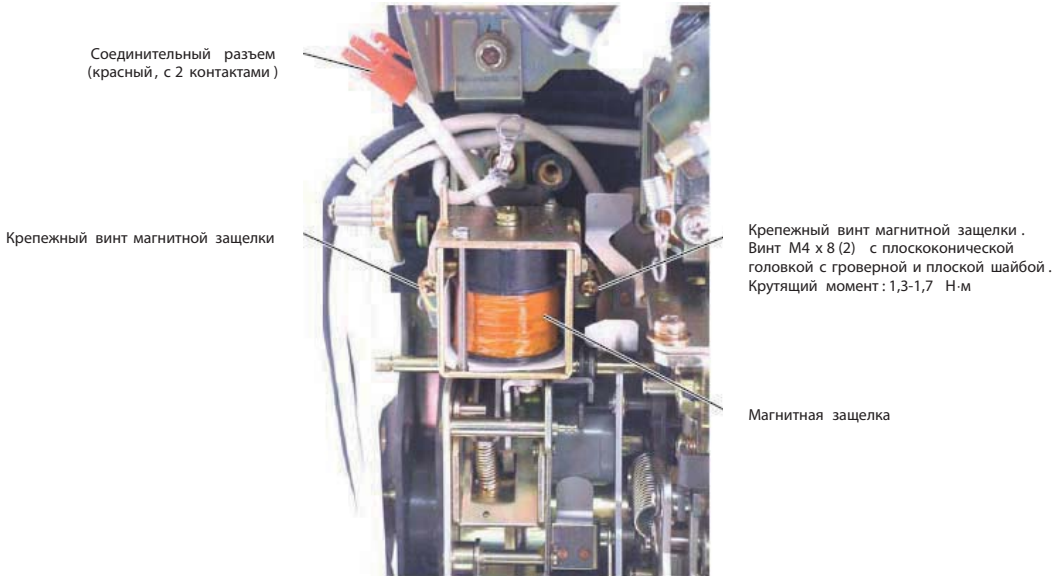

Рис. 60. Извлечение магнитной защелки
3) Отвинтите крепежные винты магнитной защелки, показанные на рис. 60. Отсоедините соединительный разъем (красный) и затем извлеките магнитную защелку.